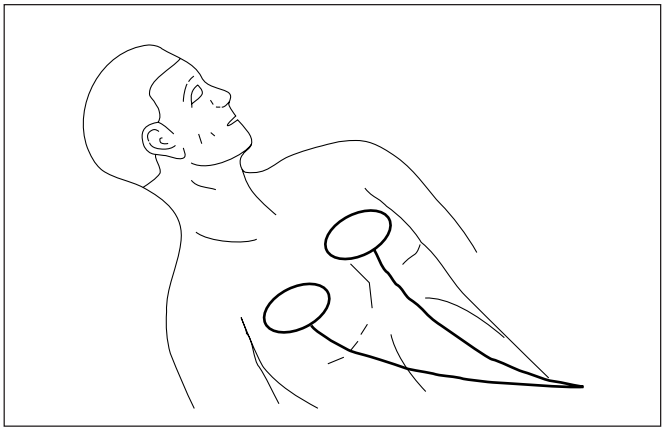

Bild 10.3-2. Anterior-anterior-Applikation
- Entfetten Sie die Applikationsstellen (Bild 10.3-2 oder 10.3-3) mit Reinbenzin.
Applizieren Sie die Elektroden oberhalb des unteren Sternumrandes, so daß die Fortführung einer eventuellen Herzmassage nicht beeinträchtigt wird. Die Polarität ist beliebig (Bild 10.3-2)